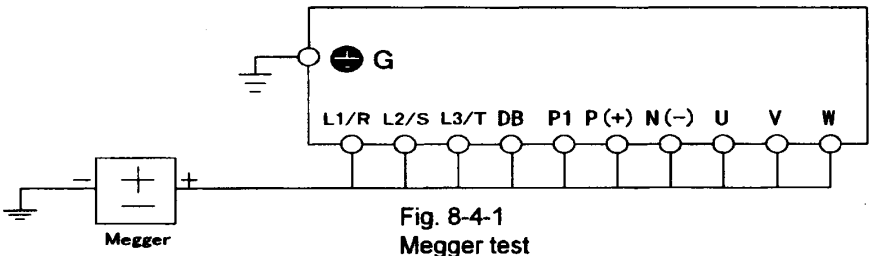

Fig. 8-4-1
(1) Megger test for the main circuit
- Connect the main circuit terminals using common cables as shown in Fig. 8-4-1.